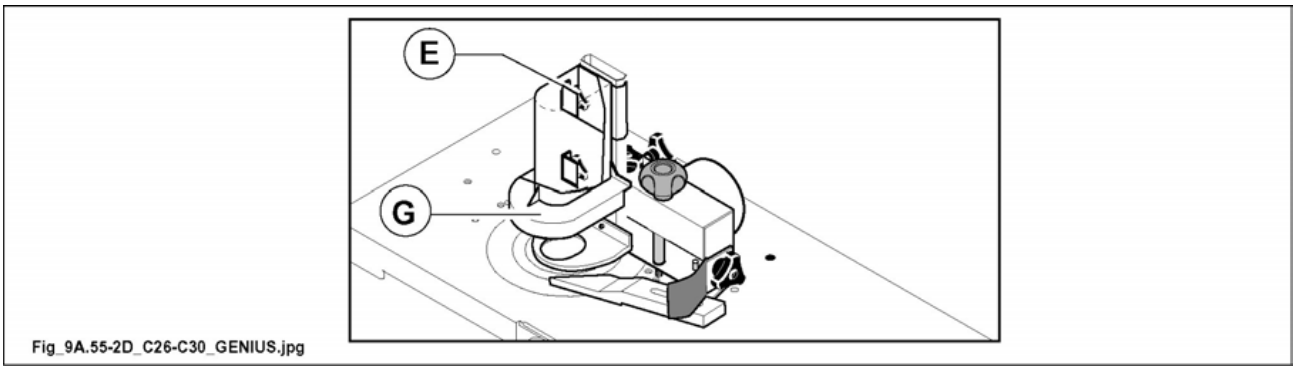

Fig. 9.55-2D
- loosen the knob (E fig. 9.55-2D) or the screws (A fig. 9.55-2D) and adjust the presser (G fig. 9.55-2D) in such a way that it exercises slight pressure on the piece to be machined;